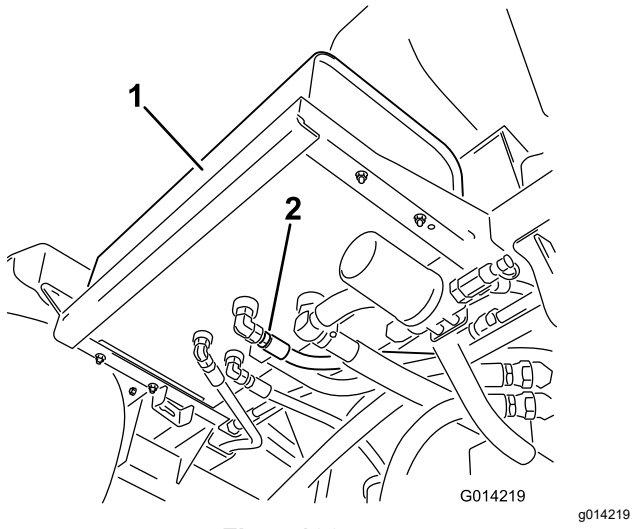

Figur 106
2. Rengör området kring hydraulslangskopplingen på hydraulvätsketankens undersida (Figur 106).
4. Ta bort slangnippeln från tanken och låt vätskan rinna ned i kärlet (Figur 106).